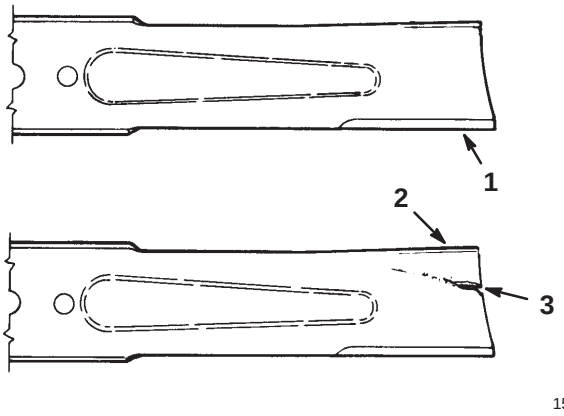

Figure 22
2. Inspecter les arêtes de coupe (Fig. 22). Si elles ne sont pas tranchantes ou si elles présentent des traces de coups, déposer les lames et les aiguiser, voir Aiguisage des lames, page 20.
3. Inspecter les lames, surtout à l'endroit de l'incurvation (Fig. 22). Si une lame semble endommagée ou usée ou s'il s'y forme une entaille (Fig. 22), la remplacer immédiatement.